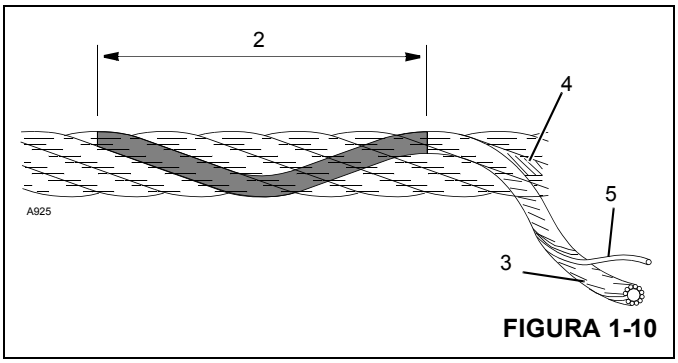

FIGURA 1-10
13. Al buscar alambres rotos (5) (Figura 1-10), alivie el cable, muévalo hacia afuera de los “puntos de recogida” y dóblelo lo más que se pueda. Los defectos del cable hacen referencia a la “longitud de sesgo” (2), que es la distancia medida a lo largo del cable en donde una trenza (3) logra una revolución completa alrededor del núcleo (4).